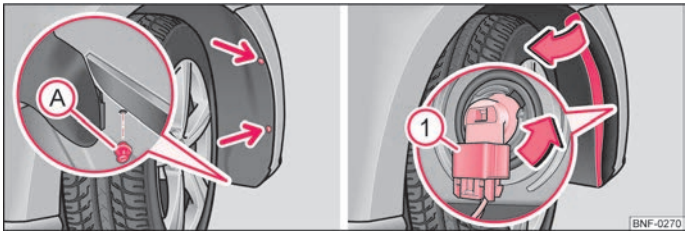

Fig. 121 Front wheel houe: Replacing the bulb for the fog light
– Unnscrew the two attachment bolts on the wheel house trim with the screwdriver from the vehicle tools (arrows) ⇒ Fig. 121
– Fold the wheel house trim to one side, pull the connector ① ⇒ Fig. 121.